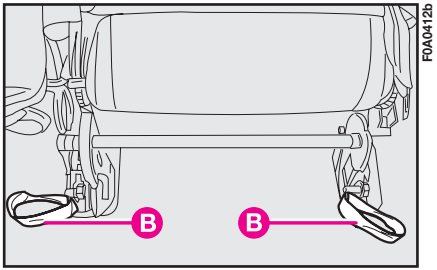

fig. 130
– tirer les sangles **B-fig. 130** et plier complètement le siège;